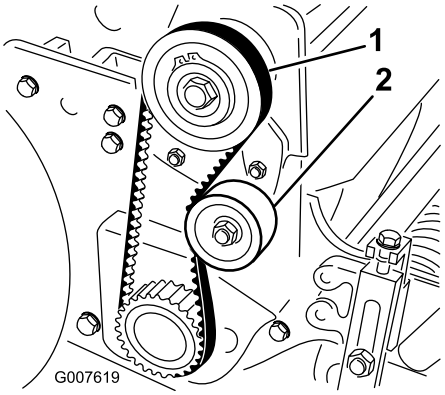

**Rysunek 35**
2. Sprawdź napięcie, naciskając pasek w połowie rozpiętości między kołami (Rysunek 35) z siłą od 18 do 22 N. Ugięcie paska powinno wynosić 6 mm.
A. Poluzuj nakrętkę mocującą koło pasowe luźne i obróć je w kierunku zgodnym z kierunkiem ruchu wskazówek zegara w stronę tylnej części paska aż do uzyskania wymaganego napięcia paska (Rysunek 35).